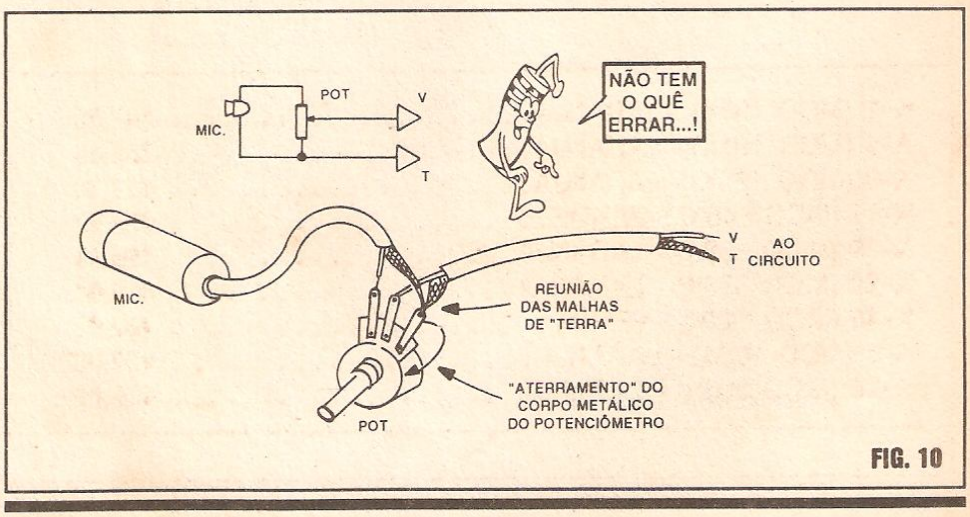

FIG. 10
- FIG. 10 - UM EXEMPLO PRÁTICO (E MAIS "DICAS" DE BLINDAGEM...) - É bom não esquecer que, quando falamos nos módulos de Entrada dos amplificadores, e dos seus problemas de